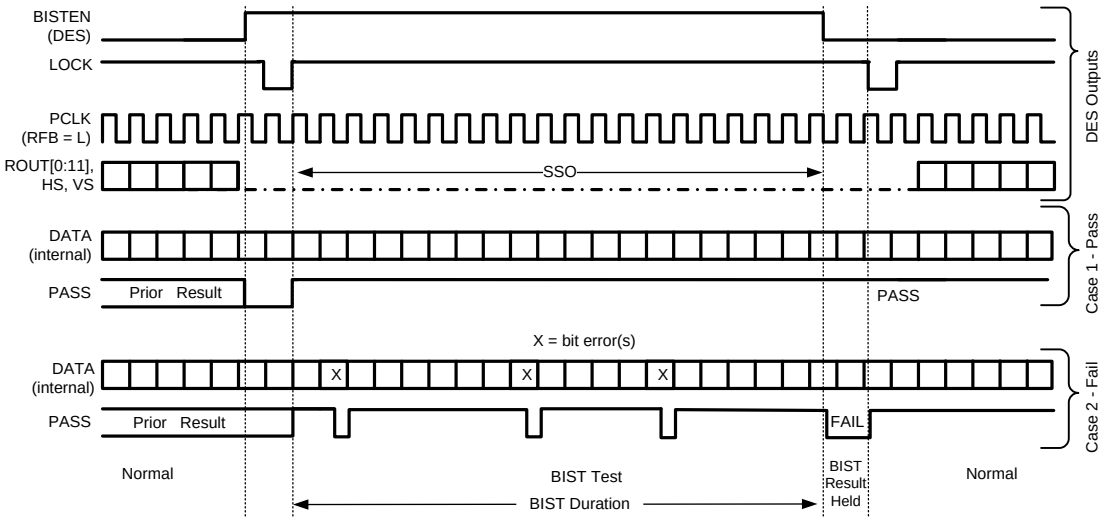

Figure 44. BIST Timing Diagram
Step 4. The link returns to normal operation after the deserailzer BISTEN pin is low. Figure 44 shows the waveform diagram of a typical BIST test for two cases. Case 1 is error free, and Case 2 shows one with multiple errors. In most cases, it is difficult to generate errors due to the robustness of the link (differential data transmission, and so forth), thus they may be introduced by greatly extending the cable length, faulting the interconnect, or by reducing signal condition enhancements (RX equalization).